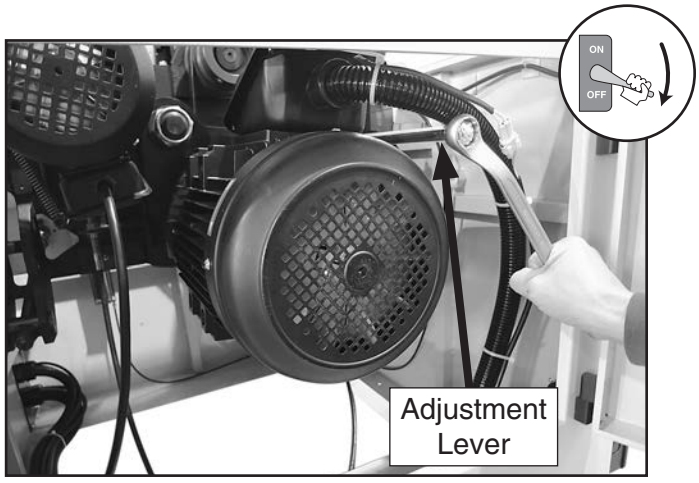

Figure 85. Location of main motor adjustment lever.
2. Open motor cabinet door and locate motor adjustment lever shown in **Figure 85**.